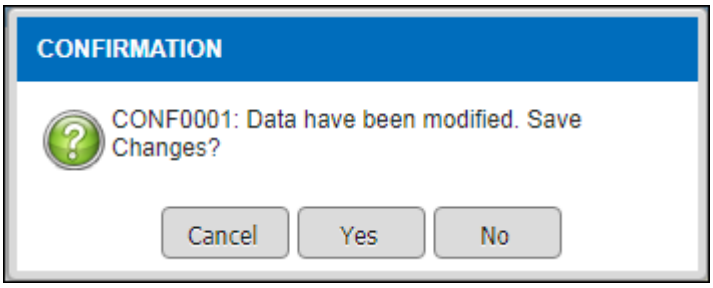
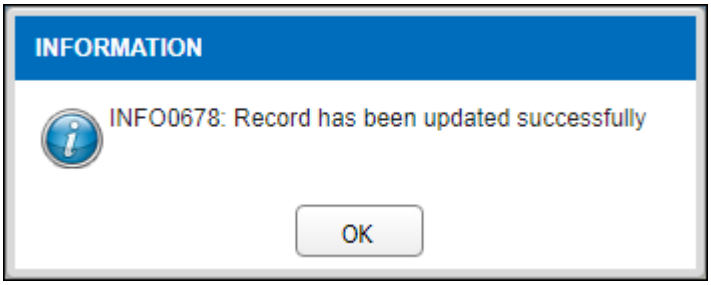

Figure 3.2-6 Alert Message
Figure 3.2-7 Alert Message
- *System will display an alert message as displayed in Figure 3.2-6*
- *Message Information as displayed in Figure 3.2-7 will be displayed once user click on the 'Yes' button in Figure 3.2-6*